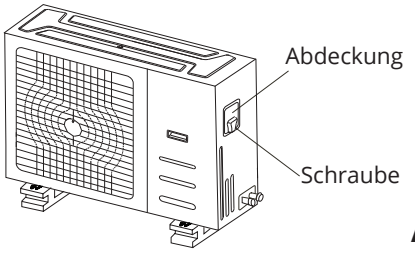

Abb. 8.1
2. Nehmen Sie die Abdeckung des Elektrokastens der Inneneinheit ab. Wenn keine Abdeckung an der Außeneinheit vorhanden ist, demontieren Sie die Schrauben von der Wartungsplatine und entfernen die Schutztafel. (Siehe Abb. 8.1, 8.2)